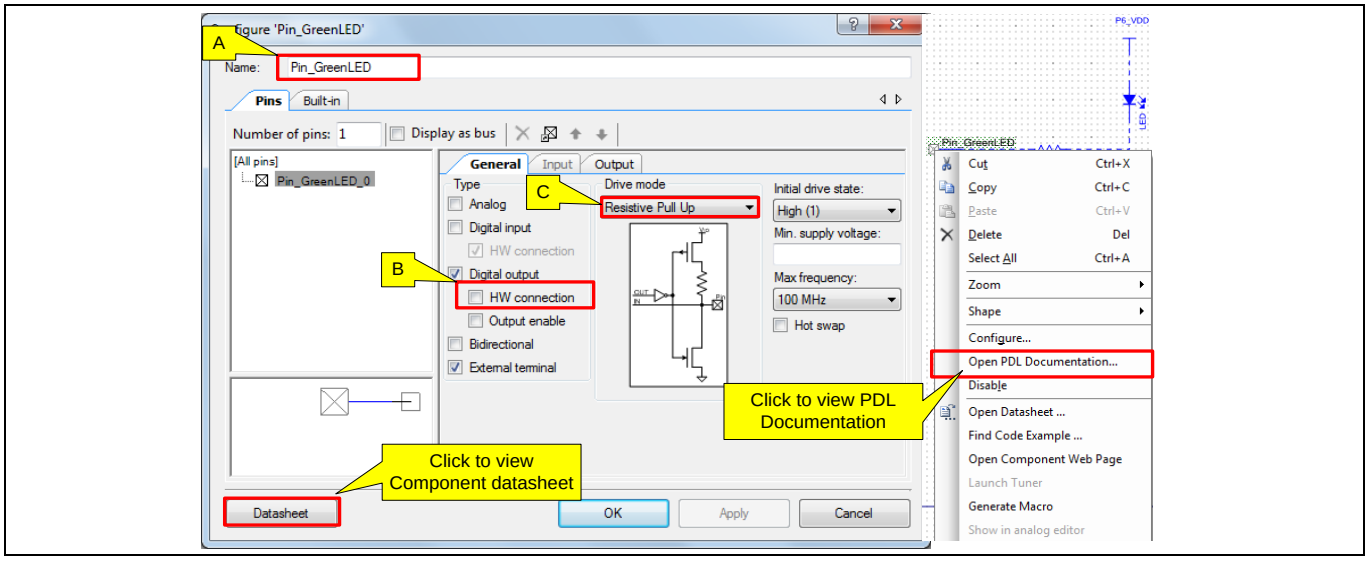

Figure 15　配置输出引脚组件
输出引脚驱动 LED。PSoC™ 6 Wi-Fi-BT Pioneer 套件上的 LED 为低电平有效; 也就是说，逻辑 HIGH 引脚驱动状态将 LED 关闭，逻辑低引脚驱动状态将其打开。**Figure 15** 显示了配置。
2. *通过右键单击组件并单击“**Open PDL Documentation...**”链接，可以打开组件的关联 PDL 驱动程序的 API 参考文档。见 **Figure 15**。*